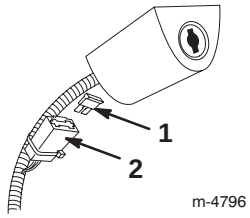

Figur 31
2. Installer den nye sikringen som vist på figur 31.